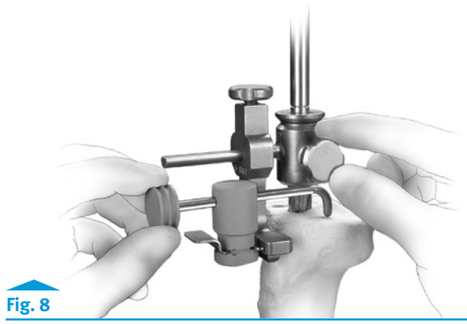

Fig. 8
- For a primary case, insert the 10mm tab of the Tibial Depth Resection Gauge into the cutting slot and check the depth with the probe at the lowest point on the condyle **(Fig. 8)**.